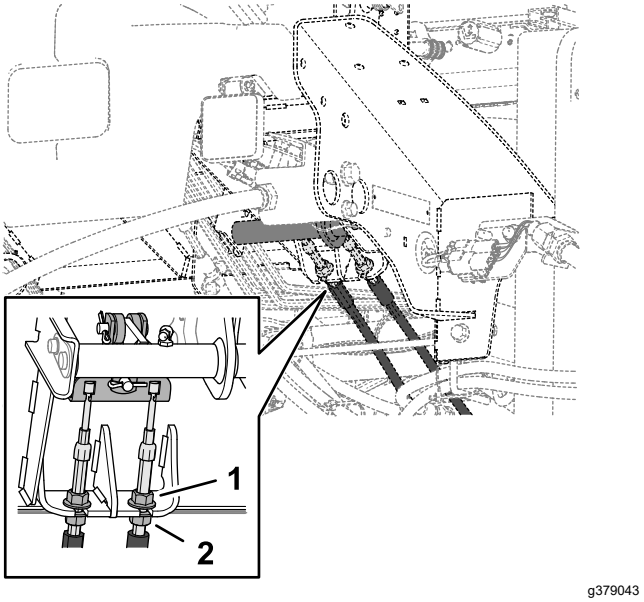

Figuur 114
5. Om de speling van het rempedaal te verminderen, draait u de voorste contramoeren los op het uiteinde met schroefdraad van elke remkabel (Figuur 114).